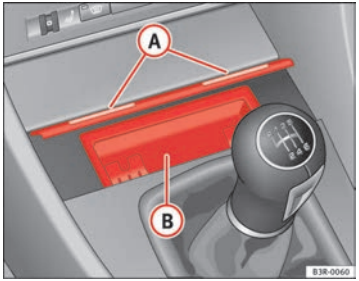

Fig. 122 Centre console: Open ashtray
– Lightly press the front part of the ashtray (A) ⇒ fig. 122.
– Take hold of the sides of the ashtray (B) ⇒ fig. 122 and lift it out. ▶